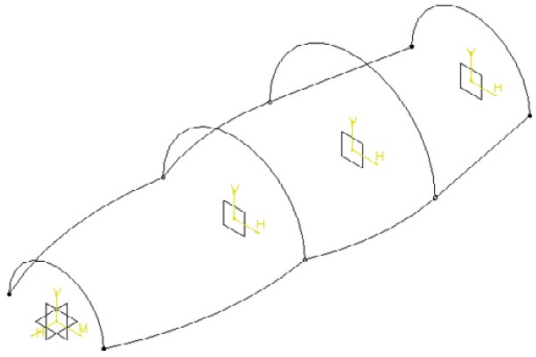

Figure 11-88 *Sketches of sections and guide curves*
Multi-Sections surface tool, refer to Figures 11-88 through 11-90.
3. Draw semicircular sketches on the respective planes, as shown in Figure 11-88. For dimensions, refer to the table given in Figure 11-87.
4. Draw two guide curves as two sketches on the xy plane by using the **Three Point Arc Starting With Limits** and **Line** tools. Figure 11-88 shows the model after drawing all sketches.